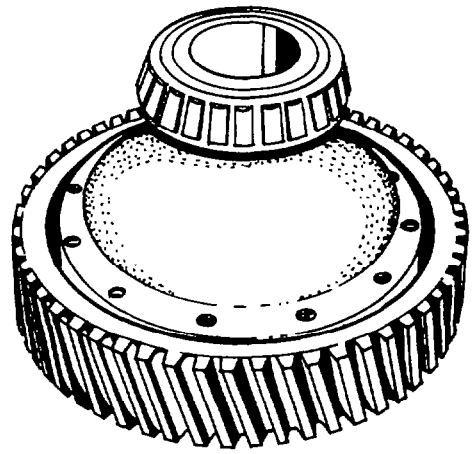

Fig. 332 — Aligning Side Casing and Cage Assembly
h. Align and position the side casing onto the cage assembly using the match marks made when disassembling the power divider (see fig. 332).